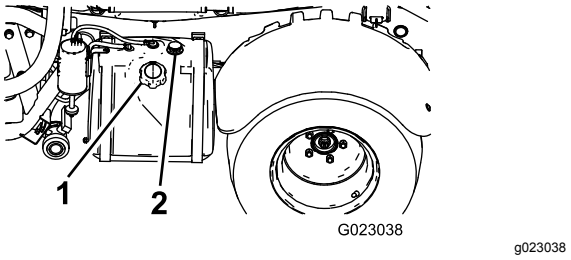

Figur 12
2. Rengjør området rundt drivstofftanklokket (Figur 12).